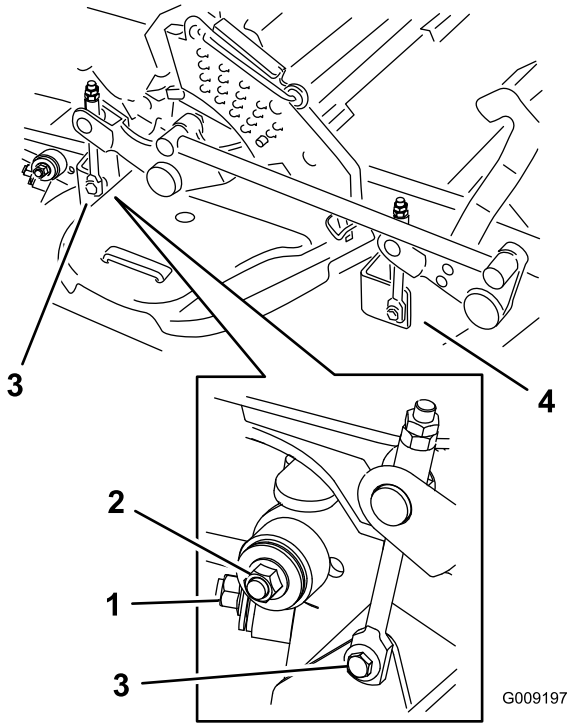

Figur 99
8. Fjern og hold tilbake delene på begge sider av klippeenheten, som vist i Figur 99.